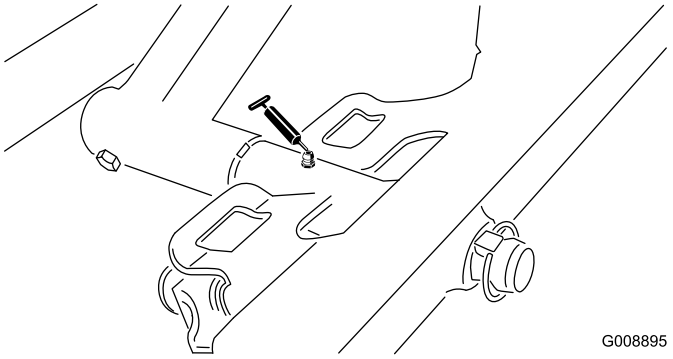

**Figur 48**
- Forreste klippeenheds drejetap (Figur 48)